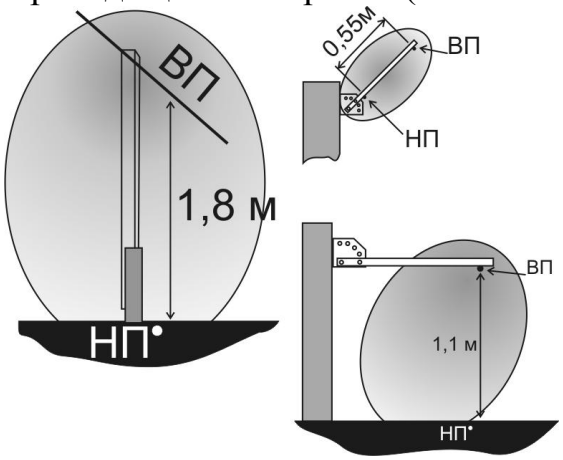

Рис. 6.8
6.3.4 Объемная ЗО формируется вокруг проводов ЧЭ, концентрируется вдоль них и имеет поперечное сечение в виде усеченного, в зависимости от проводимости земли, овала. Варианты построения ЧЭ и сечения ЗО показаны на рис. 6.8.